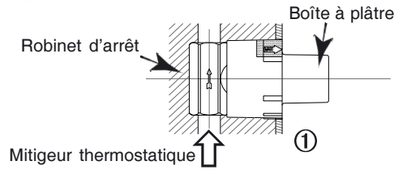

fig. 2
- Reassemble the handle (button on top) (see Fig. 2).
- terminer le montage (voir fig. 2).